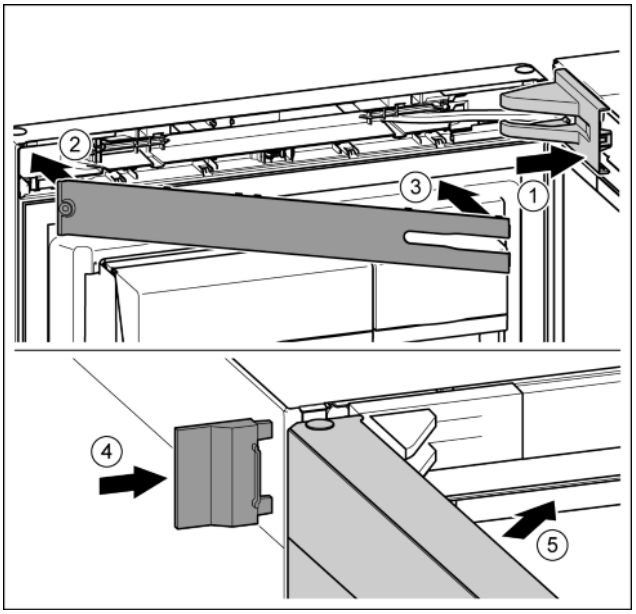

Fig. 26
- ▶ Position the bearing bracket and engage. If necessary push apart carefully. *Fig. 26 (1)*
- ▶ Position the panel. *Fig. 26 (2)*
- ▶ Swing in the panel and click into place. *Fig. 26 (3)*
- ▶ Slide on the external cover. *Fig. 26 (4)*
- ▶ Close the upper door. *Fig. 26 (5)*